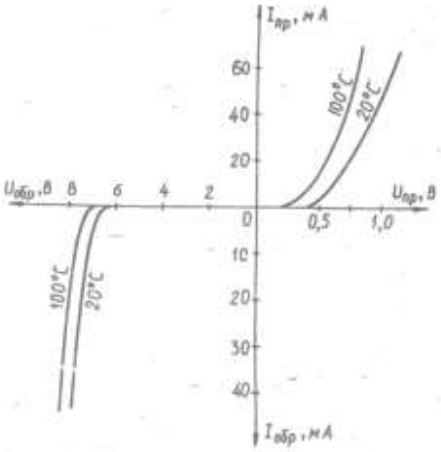

Рис. 1.
1. Найти среди рис. 1...8 статические характеристики заданного типа транзистора (схема включения - общий эмиттер для биполярного транзистора, общий исток для полевого).